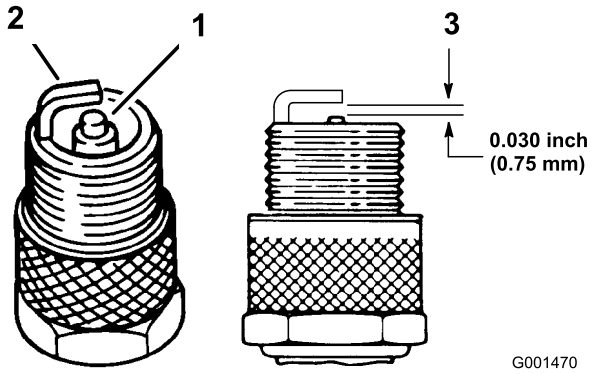

Figur 27
1. Se på midten av tennpluggene (Figur 27). Hvis du ser en lysebrun eller grå farge på isolatoren, fungerer motoren som den skal. Et svart belegg på isolatoren betyr som regel at luftrenseren er skitten.
2. Sjekk avstanden mellom elektroden i midten og elektroden på siden (Figur 27). Bøy elektroden på siden (Figur 27) hvis avstanden er feil.
3. Koble ledningene til tennpluggene (Figur 27).